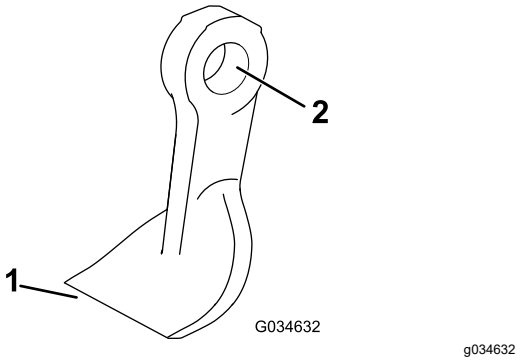

Рисунок 78
3. Проверьте каждый нож на наличие повреждений, обращая особое внимание на крепежные детали, режущую кромку и установочное отверстие (Рисунок 78). Замените все поврежденные ножи и крепежные детали.